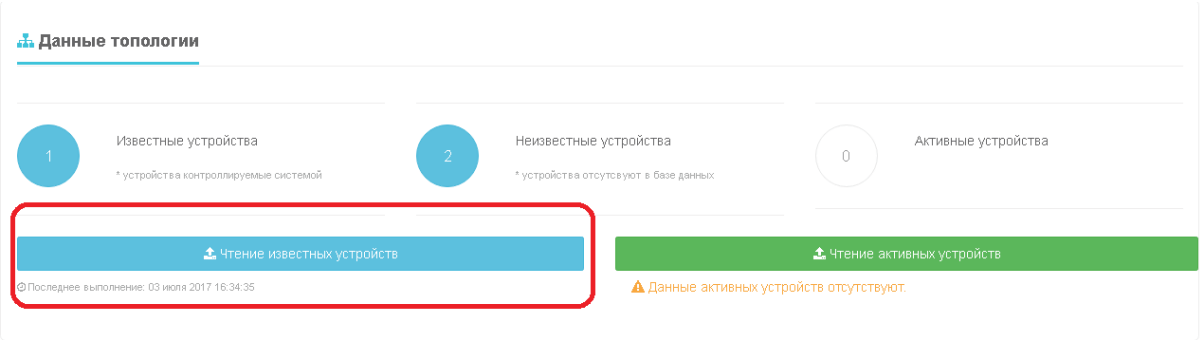

Рис. 16. Операция «Чтение известных устройств»
2. Выполнить операцию «Чтение известных устройств», см. Рис. 16.